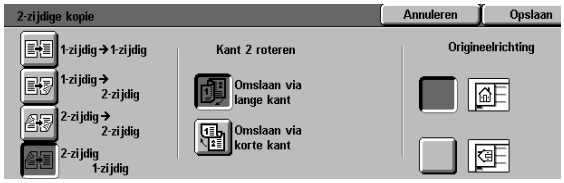

Figuur 16: Optie 2➡1-zijdig kopiëren
– Het pictogram **2➡1-zijdig kopiëren** aanraken wanneer u 1-zijdige kopieën van 2-zijdige originelen wenst te maken (zie figuur 16). **Omslaan via lange kant aanraken** wanneer het 2-zijdige, kop/kop-originelen betreft. **Omslaan via korte kant** wanneer het 2-zijdige, kop/staart-originelen betreft.